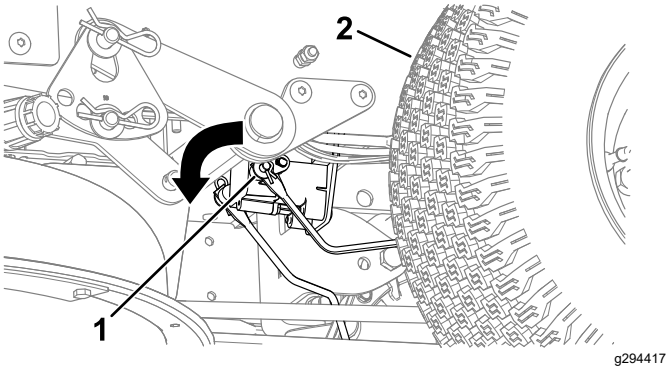

Figura 53
4. Localice el eje del freno eléctrico al que están conectados los brazos de enganche de los frenos (Figura 53).
5. Gire el eje hacia adelante para quitar el freno, tal y como se muestra en la Figura 53.